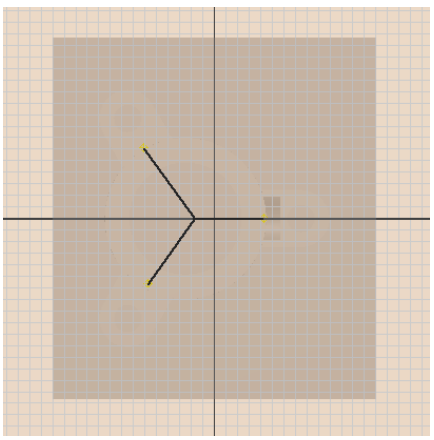

Figure 19-81 *Sketch for the runner*
3. Create the runner sketch, as shown in Figure 19-81, using the Top view orientation.